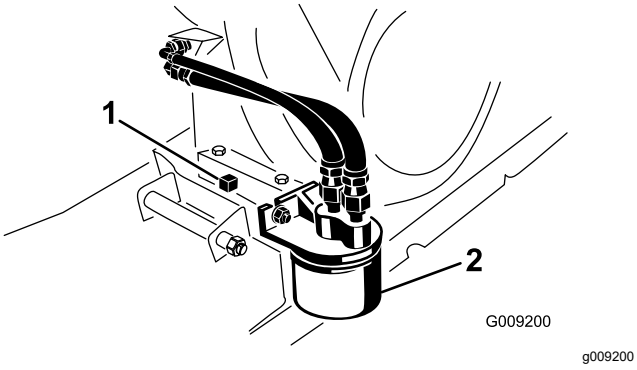

Figur 34
6. Placera ett avtappningskärl under avtappningspluggen (Figur 34).
7. Ta bort avtappningspluggen och förslutningen (Figur 34).
2. Avlägsna det befintliga oljefiltret (Figur 34).
4. Skruva fast det nya filtret på filteradaptern tills packningen vidrör fästplattan och dra sedan åt filtret ytterligare ½ till ¾ varv (Figur 34).